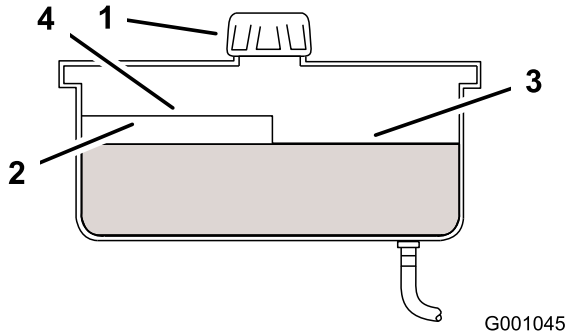

Figur 50
4. Gör rent omkring påfyllningsröret och locket på hydraultanken (Figur 50).
5. Ta bort locket från påfyllningsröret. Titta inuti och kontrollera om det finns någon olja i behållaren. (Figur 50).
Obs: Oljenivån ska nå upp till överkanten på markeringen för varmt på skärmen, när oljan är varm (Figur 50).